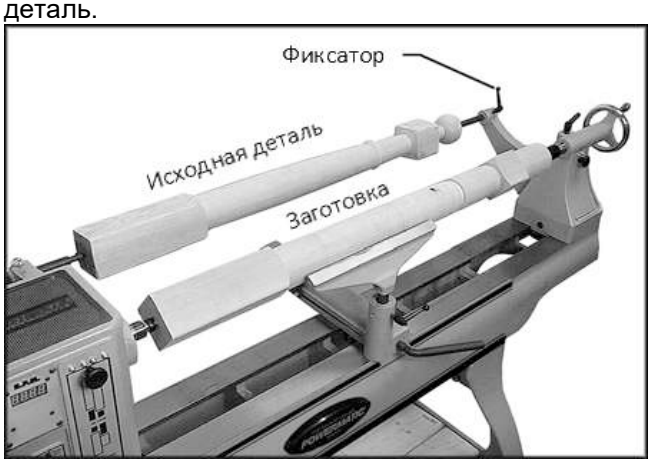

Рис. 30 (С опционным удлинением станины)
3. Установите неподвижный центр копира в кронштейн копира и затяните рукоятку. См. Рис. 30.
5. Установите исходную деталь между центрами копира, как показано на Рис. 30.